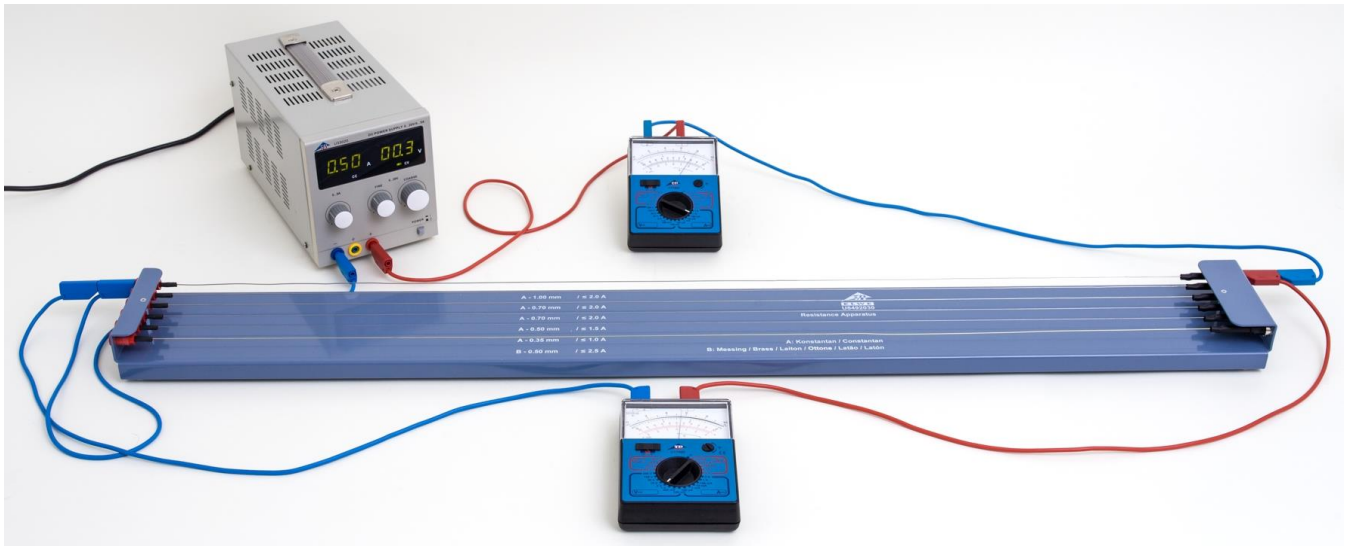

Fig. 1: Messanordnung.
- Messanordnung gemäß Fig. 1 aufbauen. Buchsen „+/–“ des Netzgerätes mit den Buchsen an den Enden des zu messenden Drahts verbinden. Ein Multimeter zur Strommessung in Reihe dazwischen schalten. Anderes Multimeter zur Spannungsmessung parallel mit den Buchsen an den Enden des zu messenden Drahts verbinden.